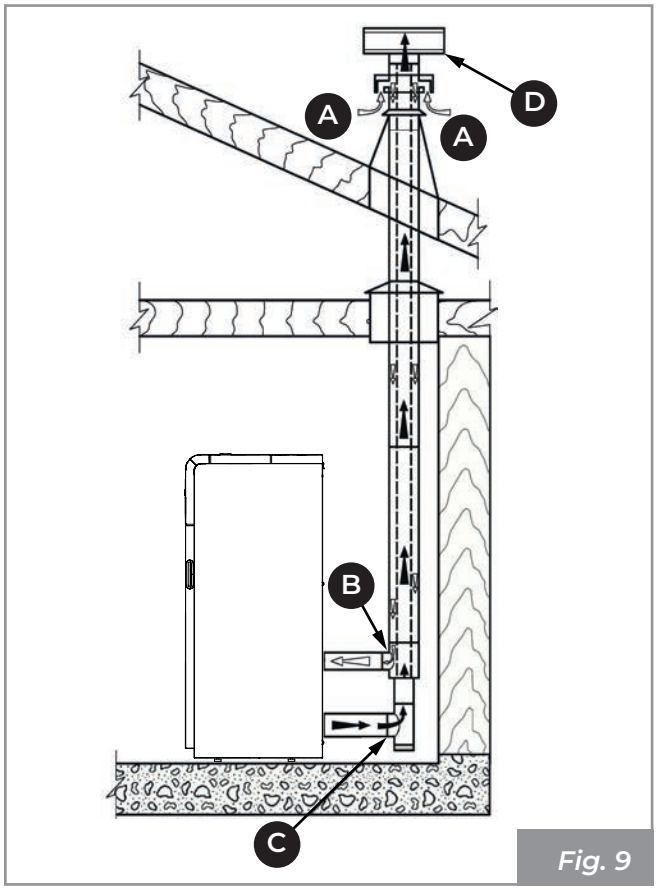
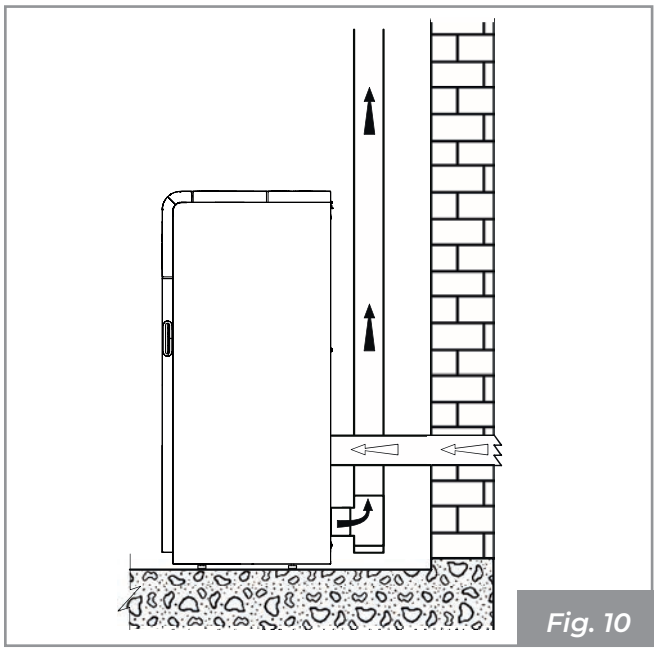

Fig. 9
Fig. 10
- it can come directly from outside with direct connection to the combustion chamber (**Fig. 9** - **Fig. 10**).
- channel the combustion air using a coaxial exhaust pipe to expel the flue gases and extract the air (**Fig. 9 - A, B** = Air inlet, **C, D** = Flue gas outlet); as a consequence it is not necessary to make a classic air intake in the room;
- connect the combustion air inlet of the appliance to the air intake with a suitable duct (**Fig. 10**).